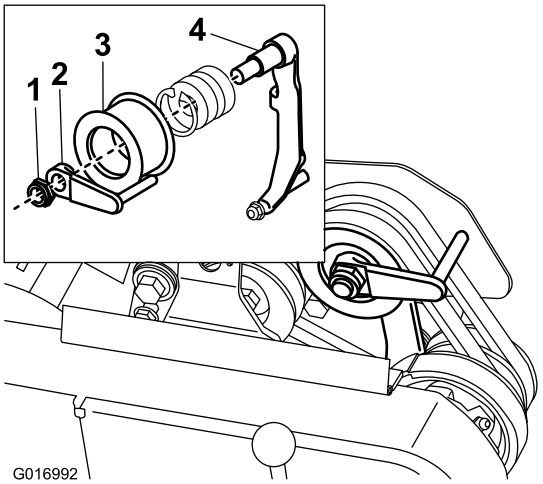

Figur 44
8. Justera remstyrningen så att det går lättare att skjuta eller dra maskinen utan att starta motorn (Figur 44, infällning) på följande sätt: